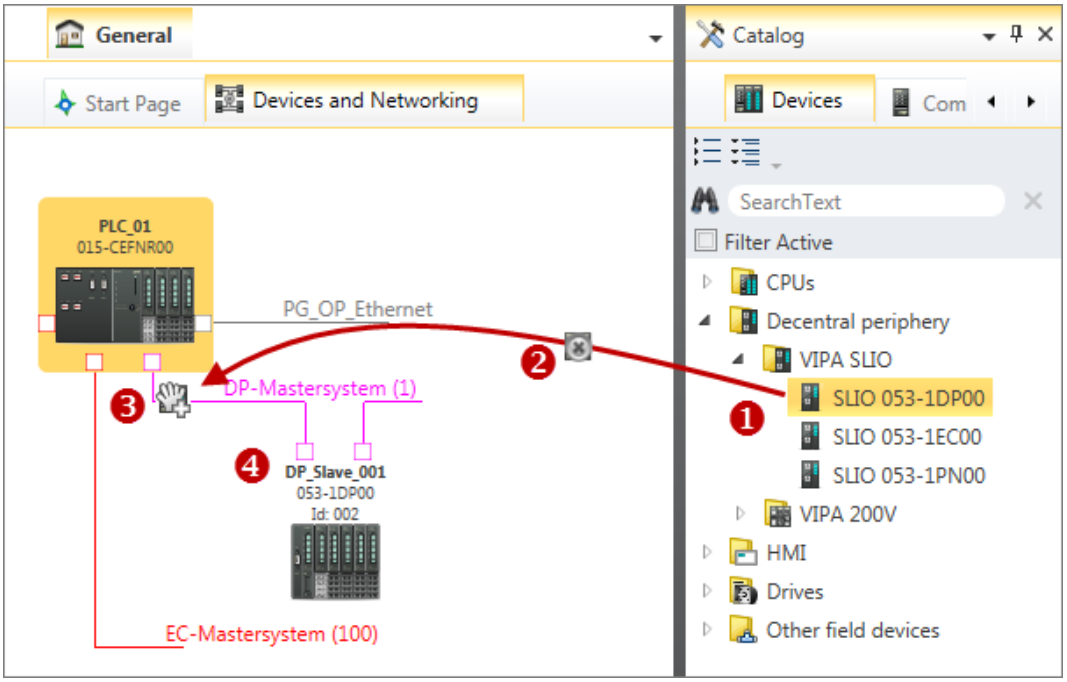

Fig. 62: Adding slave via "Catalog"
- **Catalog:** Drag the desired slave from the *'Device templates'* register of the catalog (*Chapter 4.10 'Catalog' on page 31*) to the connecting line of the bus system in the *'Devices and networking'* editor. Fig. 62